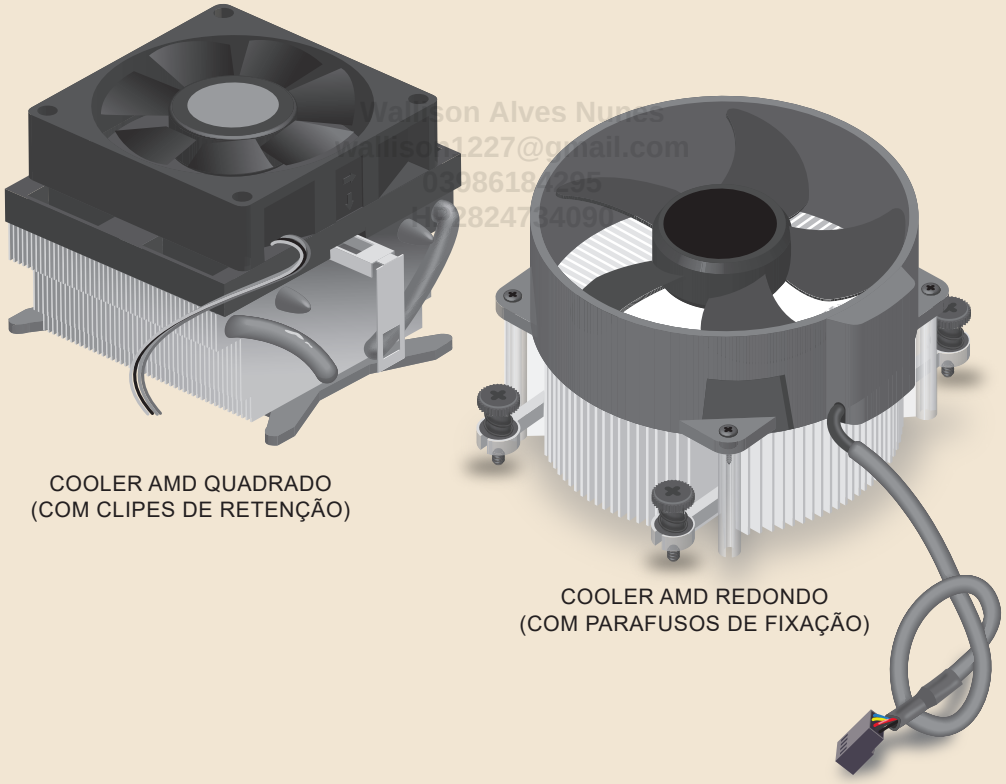
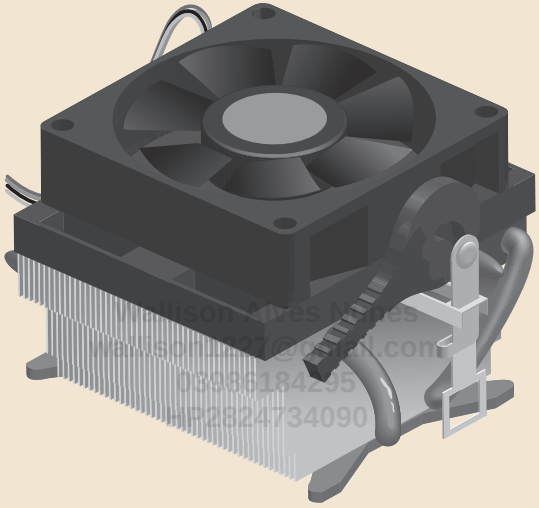

Figura 18.3: Coolers AMD.
Figura 18.4: Alavanca presente no sistema de retenção.
O mecanismo tradicional, baseado em um sistema de clipes de retenção, é normalmente utilizado por coolers com o aspecto quadrado. Já um mecanismo mais recente, baseado em parafusos com molas, é geralmente utilizado por coolers com o aspecto redondo e modelos do tipo torre. Ver Figura 18.3. Você precisa verificar qual é o tipo de mecanismo utilizado pelo cooler, de modo a executar o roteiro de instalação correspondente. O roteiro para a instalação de coolers utilizando o mecanismo tradicional é apresentado a seguir, enquanto o roteiro de coolers utilizando parafusos é apresentado no tópico *Instalação de Cooler AMD Com Parafusos*.
Os coolers da AMD com aspecto quadrado normalmente utilizam um mecanismo de retenção com um clipe metálico transversal ao centro. Em uma das pontas deste clipe, há um orifício retangular (ver Figura 18.3), enquanto que na outra ponta, além do orifício retangular, há uma alavanca (ver Figura 18.4).
1. Mova a alavanca presente no cooler totalmente para a esquerda (ver Figura 18.4).